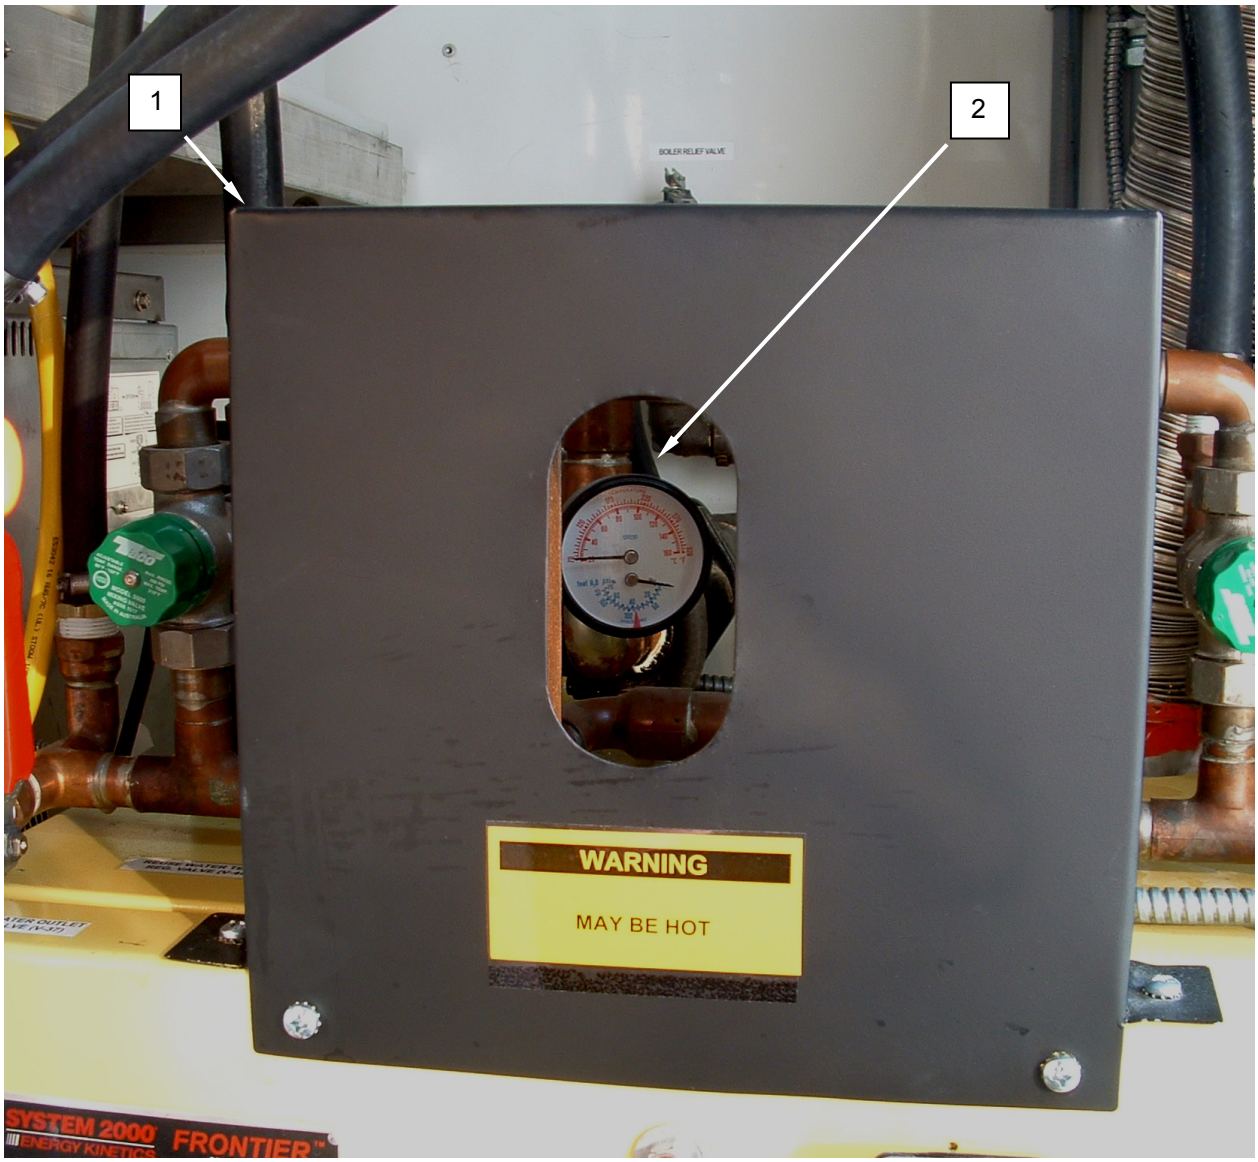

Figure 1. Replace the Pressure-Temperature Gauge.
5. Apply pipe sealant to threads of replacement gauge **(Figure 1, Item 2)**, and install replacement gauge.
6. Ensure gauge **(Figure 1, Item 2)** is tight and correctly oriented.
7. Install guard **(Figure 1, Item 1)**.